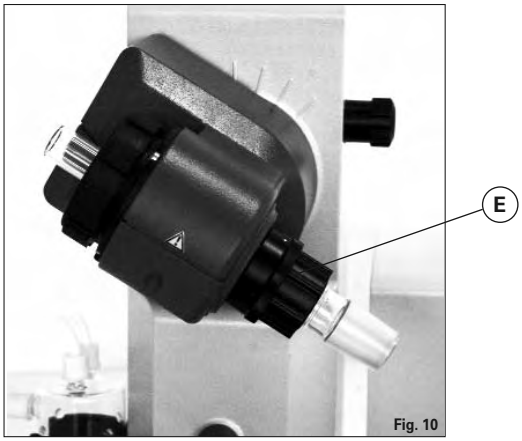

Fig. 10
☞ Then lock the locking device by turning it clockwise by 60° (fig. 10).
The plastic screw nut (E) helps loosen tight-fitting piston ground-in connections (Fig. 10).
☞ The plastic screw nut (E) helps loosen tight-fitting piston ground-in connections (Fig. 10).